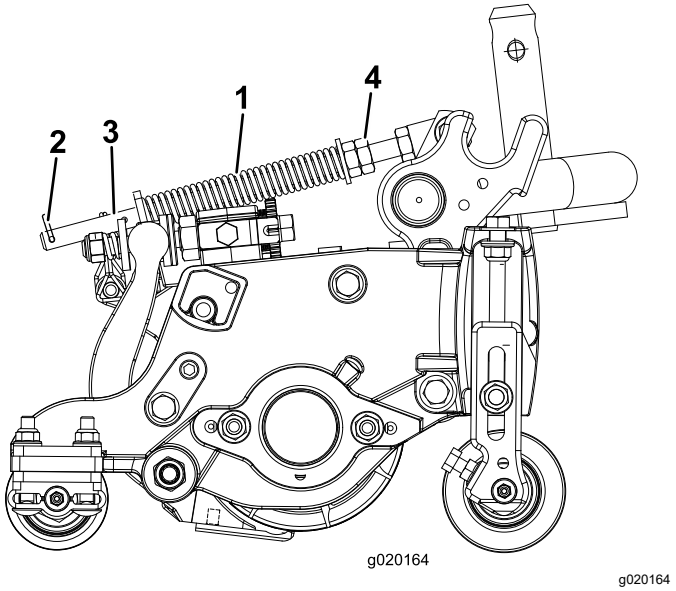

Figur 14
Gräsutjämningsfjädern (Figur 14) överför vikt från den främre till den bakre valsen. Detta hjälper till att minska förekomsten av det speciella vågformade mönster i gräsmattan som kallas för ”ondulering” eller ”bobbing”.
6. Se till att hårnålssprinten sitter i det bakre hålet på fjäderstången (Figur 14).
7. Dra åt sexkantsmuttrarna på fjäderstångens främre ände till dess att fjäderns komprimerade längd (Figur 14) är 12,7 cm på 5-tums-klippenheter och 15,8 cm på 7-tums-klippenheter.